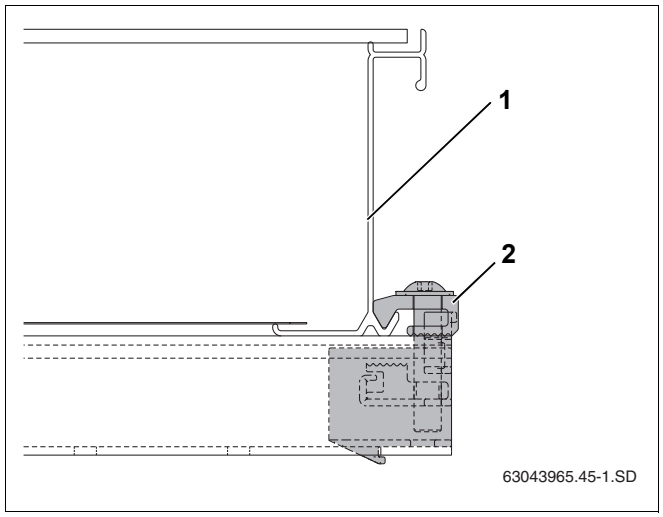

Rys. 47 Przykręcona pojedyncza zapinka kolektora
- Ostrożnie wsunąć kolektor (rys. 47, **poz. 1**) na zapinkę pojedynczą i wypoziomować go.
- Przykręcić zapinkę pojedynczą kluczem SW5 (rys. 47, **poz. 2**).
Dociskacz (rys. 47, **poz. 2**) zapinki wejdzie teraz w dolną krawędź kolektora.